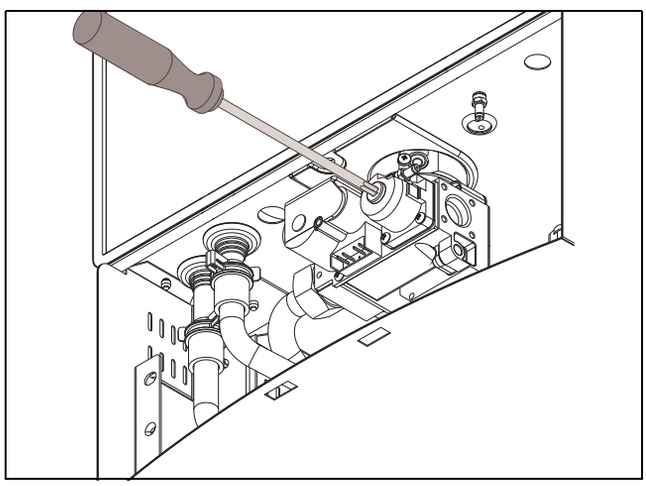

Fig. 65 Adjusting P2 CO_2 level
- ▶ Remove yellow painted #40 Torx cover from the front of the gas valve. (Fig.65, page 39) A plastic #40 Torx screw will be revealed.